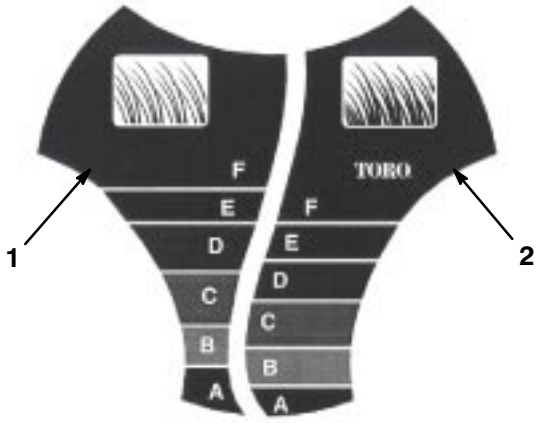

Figure 14
The *SmartWheel™* has two cutting scales: *Sparse*/*Normal* and *Lush*—to ensure the best cutting height setting in any mowing condition (Fig. 14). Use the *Sparse*/*Normal* scale during the warm summer season for the majority of your mowing. The *Lush* scale is for thick, moist, and succulent grass that grows most often in the spring.
2. Move the lawn mower into the grass; stop moving the lawn mower when the *SmartWheel* design on one of the rear wheels is upright (Fig. 14).